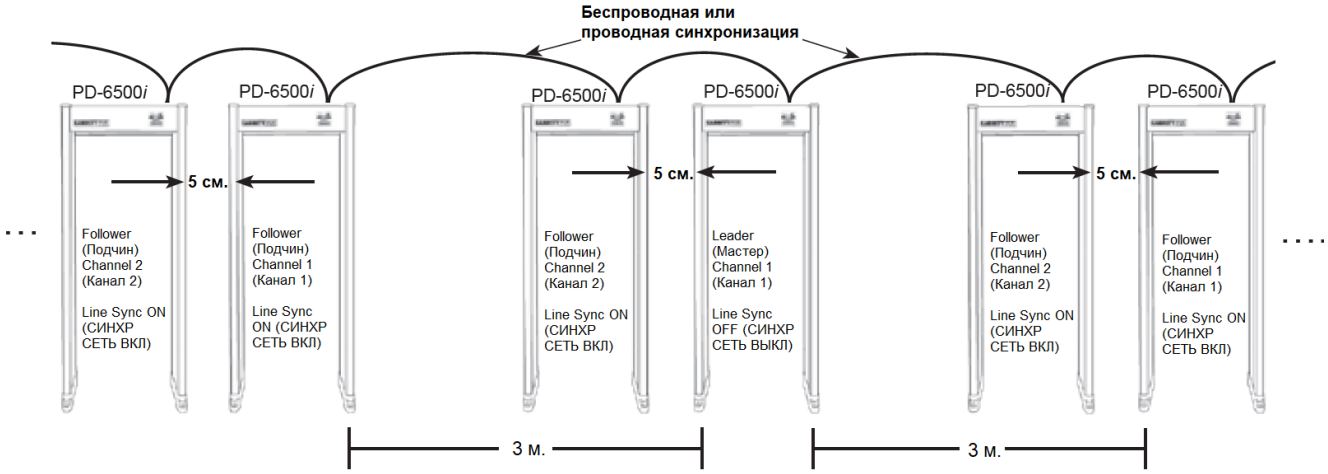

Рисунок 2- 8
- Все используемые металлодетекторы PD6500i (См. Рисунок 2- 8)
3. Удалите три винта, которые держат крышку блока контроллера (См. Рисунок 2- 9).